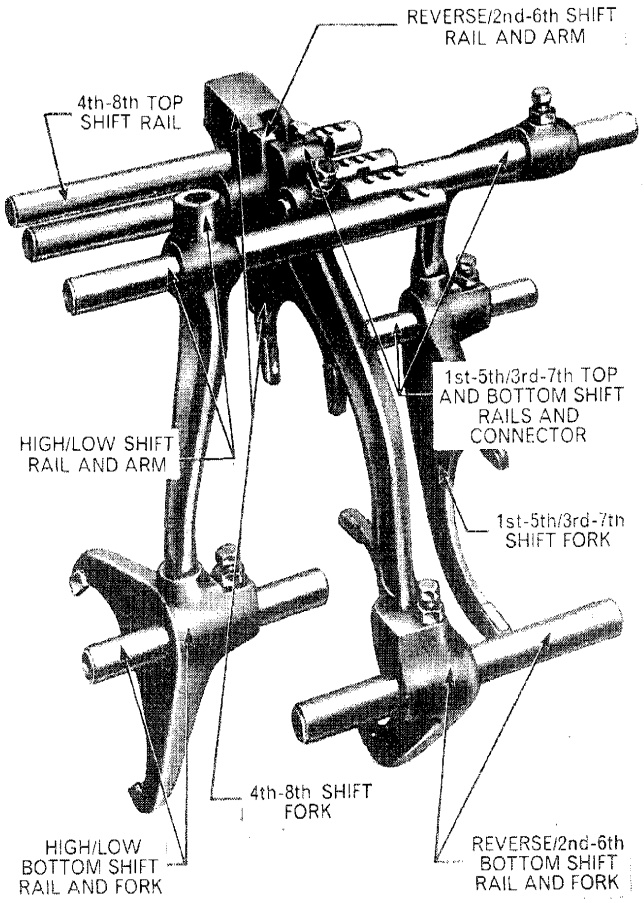

Figure 76
1. Unscrew the locknut and retaining screw from the High/Low shift arm, Figure 76, and remove the top shift rail rearward, pushing the sealing plug out with the end of the rail.
2. Remove the locknut and retaining screw from the 1st-5th/3rd-7th shift connector at the rear of the top shift rail, and also from the shift arm at the front of the rail, Figure 76.
1. Position the 1st-5th/3rd-7th shift fork Figure 76, on its appropriate sliding coupling, and pass the 1st-5th/3rd-7th bottom shift rail through the fork to locate in the bore of the reverse idler shaft. Make sure the oil relief groove on the shift rail is facing forwards.